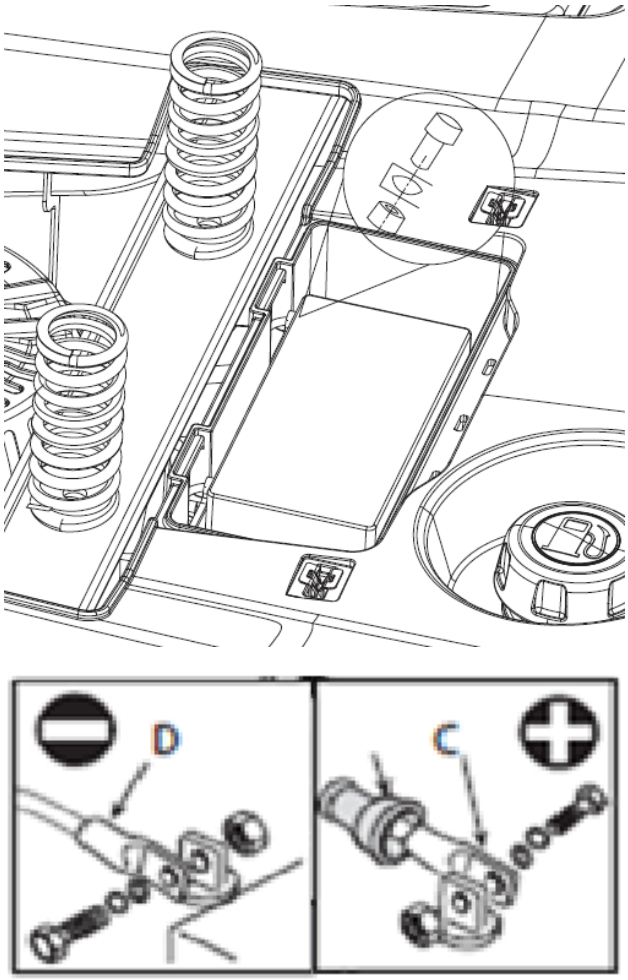

Rys. 9
1. Podłącz czerwony przewód (Rys. 9, poz. C) do bieguna dodatniego (+), a następnie czarny przewód (Rys. 9, poz. D) do bieguna ujemnego (–), używając dołączonych śrub.